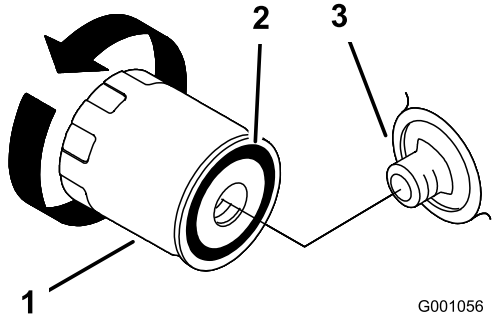

Figur 26
2. Fjern det gamle filter, og aftør filteradapterens pakningsoverflade (Figur 26).
3. Påfør gummipakningen på det nye filter et tyndt lag ny olie (Figur 26).
4. Monter det nye oliefilter i filteradapteren, drej oliefilteret med uret, indtil gummipakningen berører filteradapteren. Spænd dernæst filteret yderligere 2/3–1 omgang (Figur 26).